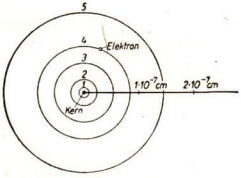
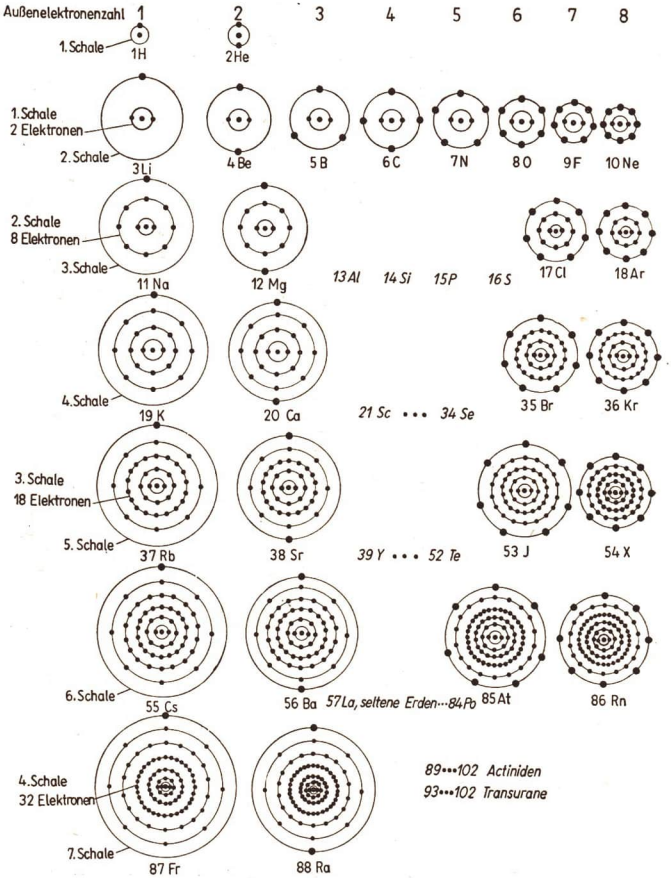

Abb. 218/1. Bohrsches Modell eines Wasserstoffatoms
Abb. 220/1. Schalenaufbau der Atome
3. Das Bohrsche Atommodell. Mit dem Fortschreiten der Erkenntnisse führte das Rutherfordsche Atommodell zu Widersprüchen zwischen den theoretischen Überlegungen und den praktischen Versuchsergebnissen. Die Erforschung der Spektren glühender Elemente im gasförmigen Zustand ergab, daß jedes Element Lichtwellen bestimmter Wellenlängen aussendet. Die Spektren bestehen infolgedessen aus einzelnen Linien, den sogenannten *Spektrallinien*. Der dänische Physiker *Niels Bohr* legte 1912 dar, daß jene für die einzelnen Elemente charakteristischen Spektrallinien ihre Ursache in den Bewegungen der Elektronen um den Atomkern haben. Nach *Bohr* kreisen *die Elektronen nicht auf beliebigen Bahnen, sondern nur auf ganz bestimmten* (vgl. Abb. 218/1). Diese Elektronenbahnen nennt man auch *Schalen*. Ihre Durchmesser lassen sich auf Grund bestimmter Bedingungen berechnen. Man bezeichnet diese Schalen von innen nach außen als *K*-, *L*-, *M*, . . ., *Q*-*Schale* (vgl. Abb. 220/1).
In diesem Zustand kann das H-Atom keine elektromagnetische Strahlung aussenden, da es keine Elektronenbahn gibt, die dem Kern noch näher ist. Man sagt, *das* H-*Atom befindet sich im Grundzustand,* wenn das Elektron auf der kernnächsten Bahn kreist. Das Wasserstoffatom kann elektromagnetische Wellen nur dann aussenden, wenn sich das Elektron auf einer zweiten oder auf einer höheren, das heißt, weiter vom Kern entfernten Bahn bewegt (Abb. 218/1). Man sagt in diesem Falle, *das* H-*Atom befindet sich in angeregtem Zustand.* Dazu muß dem Atom ein gewisser Energiebetrag zugefügt werden, der mindestens dem Energieunterschied zwischen der ersten und der zweiten Elektronenbahn entspricht. Danach kann das Atom unter Aussendung einer Lichtwelle beziehungsweise einer nicht sichtbaren elektromagnetischen Welle wieder in den Grundzustand zurückgehen. Die Frequenz dieser Welle ergibt sich im einfachsten Falle aus der Beziehung $h \cdot \nu = E_2 - E_1$. Ein H-Atom kann zum Beispiel bei Gasentladungen durch den Zusammenstoß mit Elektronen in einen angeregten Zustand übergehen. Beim Zusammenstoß übertragen die Elektronen den Atomen einen Teil ihrer kinetischen Energie; dadurch werden die Atome angeregt.